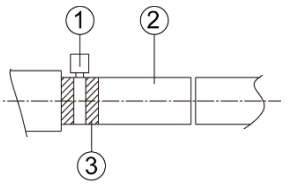
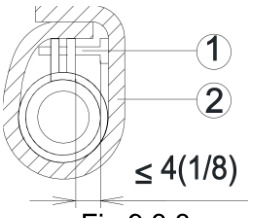

Fig 9.3.2
Fig 9.3.3
(1) Insert the drain hose into the drain hole and tighten it with tapes, as shown in Fig 9.3.2.
(2) Tighten the pipe clamp, with the distance between screw nut and hose smaller than 4mm(1/8in.).
① metal clamp(accessory) drain hose(accessory)
(3) Use sealing plate to make the pipe clamp and hose insulated, as shown in Fig.9.3.3.